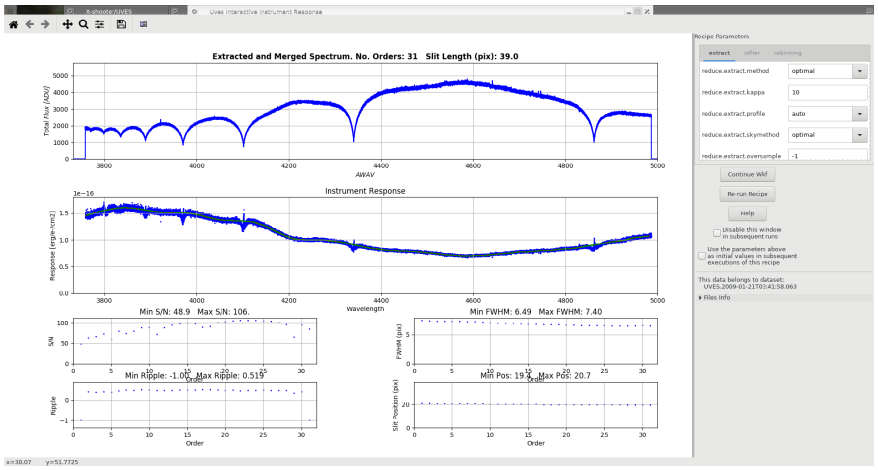

Figure 7.4: *The interactive window for the* `Instrument Response` *actor.*
14. `Instrument Response:` In Figure 7.4, we show the interactive window associated with the `Instrument Response` actor, which executes the UVES pipeline recipe `uves_cal_response`. There are no response-specific recipe parameters. If the user wants to change the fit used for the response he/she has to edit the file `RESP_FIT_POINTS_CATALOG.fits`, taking care to edit the extension belonging to the specific standard star.